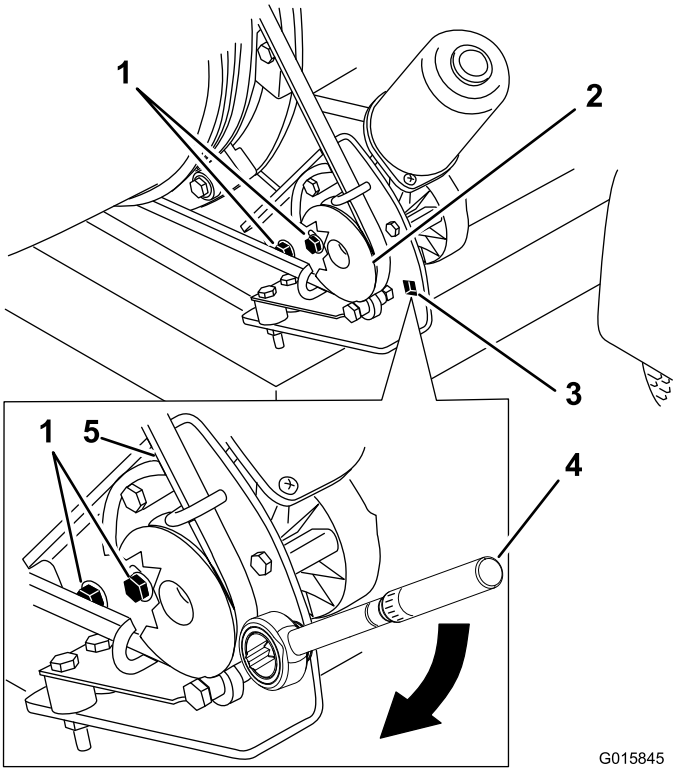

**Figur 30**
1. Løsn de bolte, der fastgør remskivens monteringsbeslag til blæsemaskinens stel (Figur 30).
2. Placer en momentnøgle i remskivens monteringsbeslag (Figur 30).
3. Drej remskivens monteringsbeslag væk fra dysen, indtil momentnøglen viser 22,6 til 26,0 Nm (Figur 30).